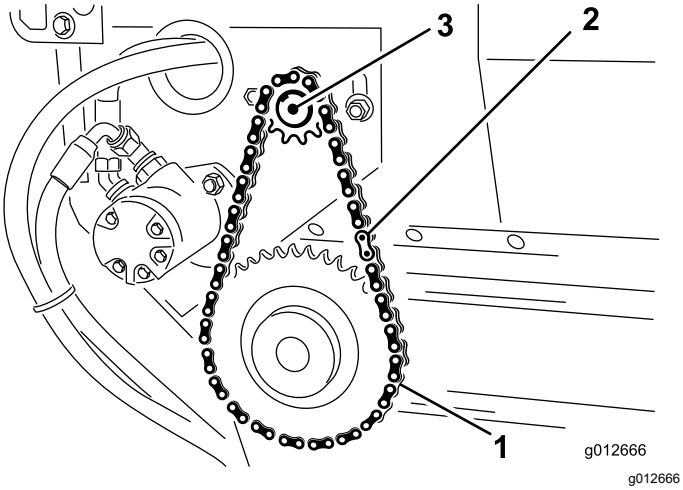

Figur 29
2. Fjern hovedleddet fra kæden, og afmonter kæden fra det lille kædehjul (Figur 29).